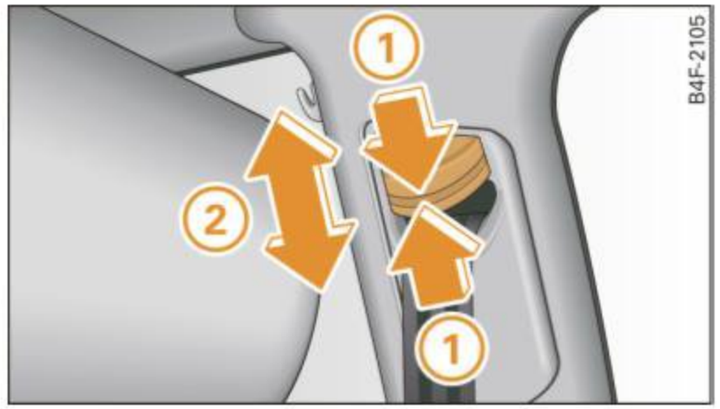

Fig. 138 Safety belt height adjustment for the front seats – loop-around fittings
– *Push* the loop-around fittings **up** ⇒ fig. 138 (2), or
– *squeeze* together the (1) button, and *push* the loop-around fittings **down** (2).